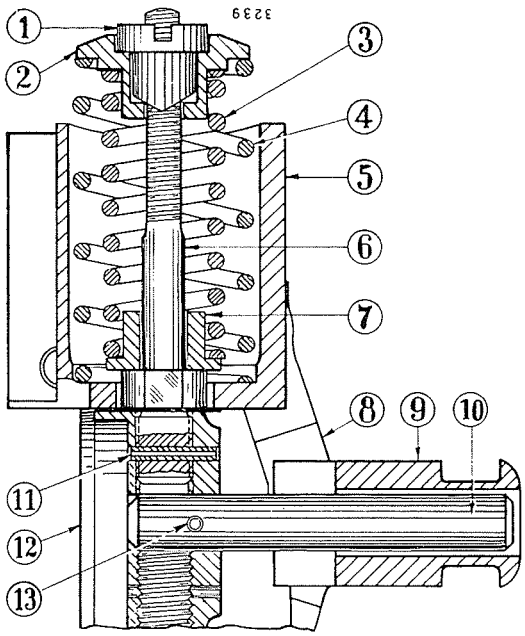

Bild 132
Zum Ausbau der Reglerfedern die äußere Federhaltekappe (2), Bild 132, eindrücken und die Einstellmutter (1) abschrauben.